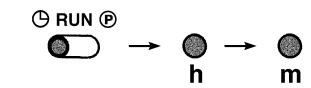

Fig. 27
- **Programmation de l'heure** (fig. 27)